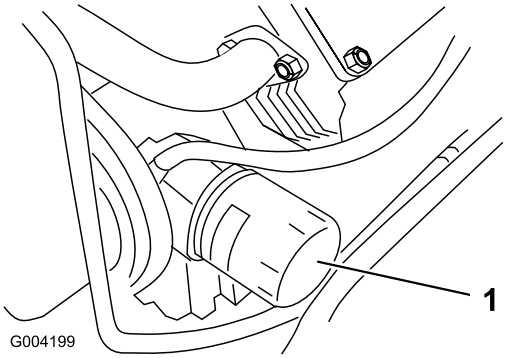

Figur 33
3. Ta bort det gamla filtret (Figur 33) och torka rent ytan på filteradapterpackningen.